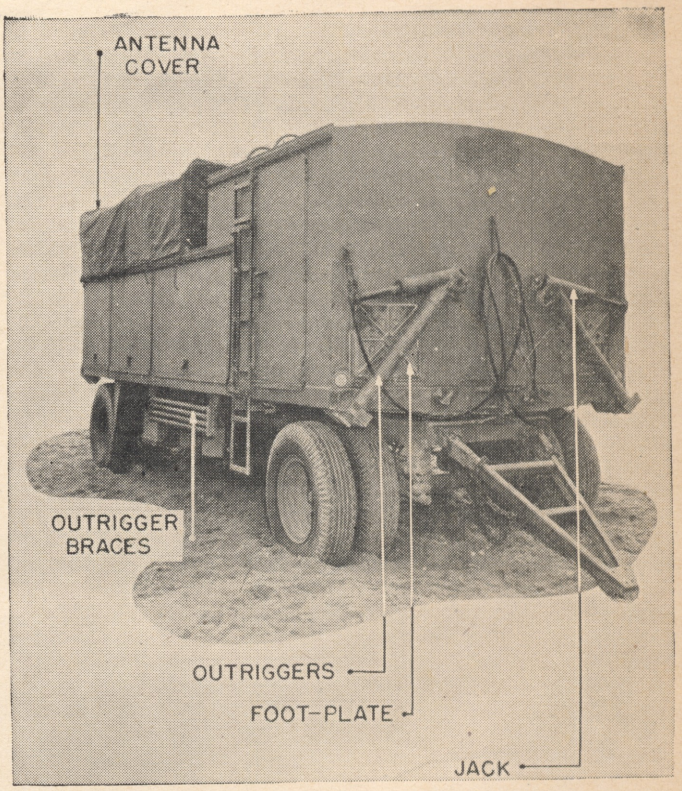

Figure 115. Trailer in traveling position.
(22) Pull up the ground stake and disconnect the cable. Place the stake in its rack in the trailer cab.
(23) Place the fire extinguisher in its rack in the rear compartment.
(24) Fasten the canvas cover in its place on top of the trailer.
(25) Close all the cabinet doors and compartment doors.
(26) Fasten the operators' chairs in traveling position.
(27) Stow all loose items which are not standard equipment in secure places for travel.
(28) Pack up all tools and place the tool box in its place in the cab.
(29) Close the air filter box doors.
(30) Close the cab doors and lock the ladder in traveling position (fig. 115).
c. PREPARING POWER TRUCK FOR TRAVEL. (1) Disconnect the power cable at Junction Box JB–67–A.